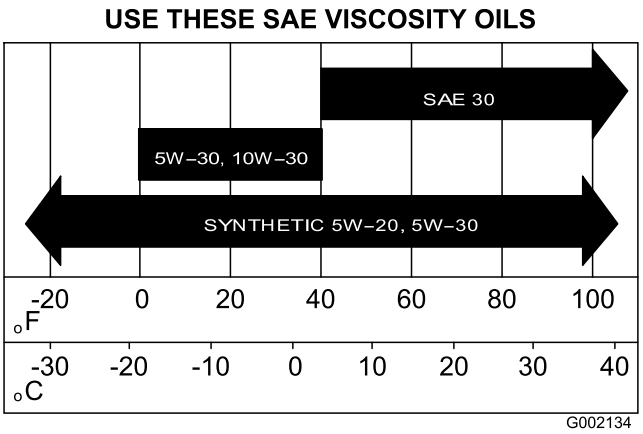

Figur 40
5. Fyll på angiven olja i vevhuset. Se Figur 40 i Byta olja (modell 07273 och 07273TC) (sida 33).